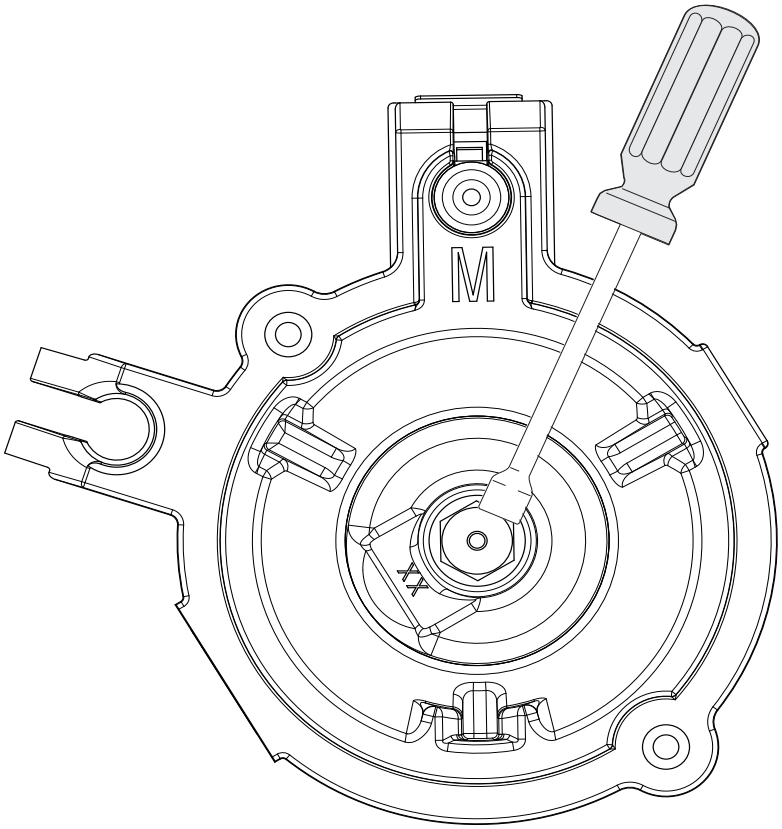

Figura 8
b. Retire los orificios de gas natural instalados de fábrica del centro de los soportes de los orificios con un destornillador de tuercas de 7 mm (consulte la Figura 8). Guarde los orificios de gas natural retirados del electrodoméstico para posibles conversiones futuras de regreso a gas natural.